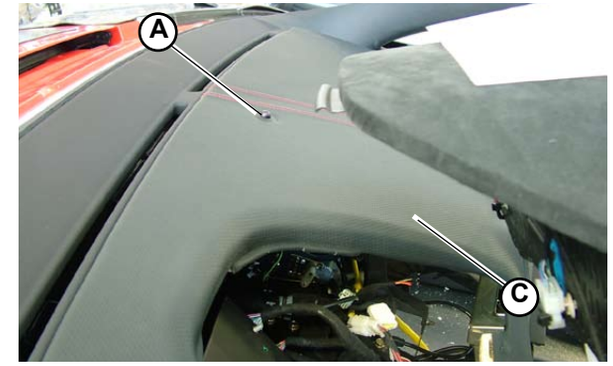
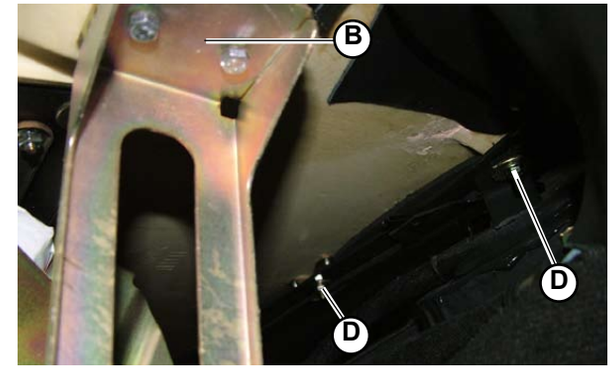

Fig.12
Fig.13
1. Connect the cigarette lighter and the sensor connections (**A-Fig.12**) positioned on the upper part of the dashboard.
2. Tighten the 6 screws securing the dashboard to the 2 brackets (**B-Fig.13/14**) (3 screws for each bracket).
3. Secure the front part of the dashboard (**C-Fig.12**) using the 2 stud bolts (**D-Fig.13**).